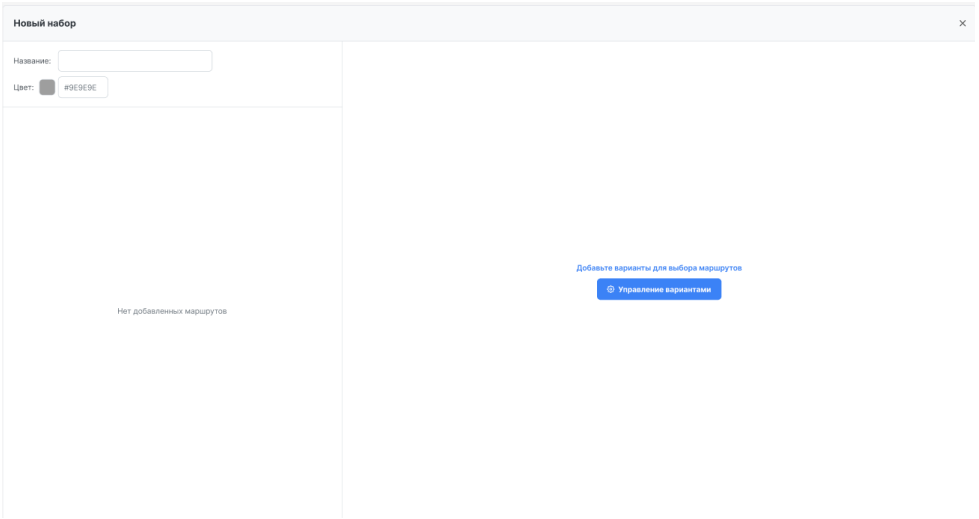

Рисунок 271 – Создание набора
1. Нажать на кнопку + Создать набор, откроется окно создания набора (рисунок 271).